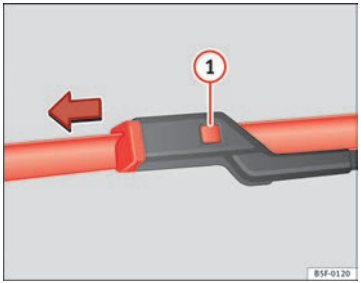

Fig. 159 Changing the windscreen wiper blades
- Hold down the release button ⇒ Fig. 159 ① while gently pulling the blade in the direction of the arrow.